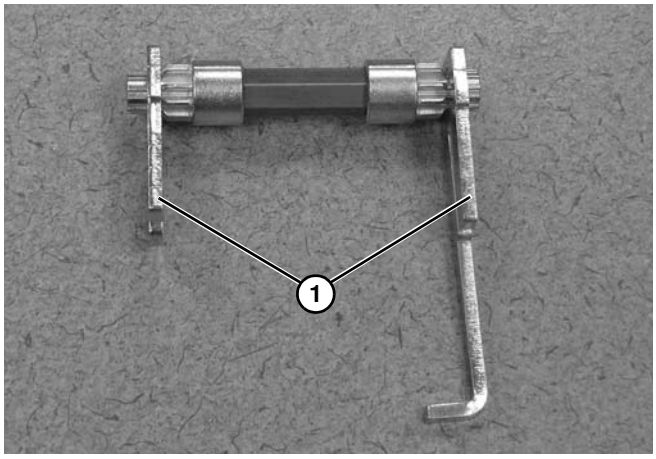

Figure 91
6. Remettre en place les plaques de retenue **(Figure 91, élément 1)** en les glissant.